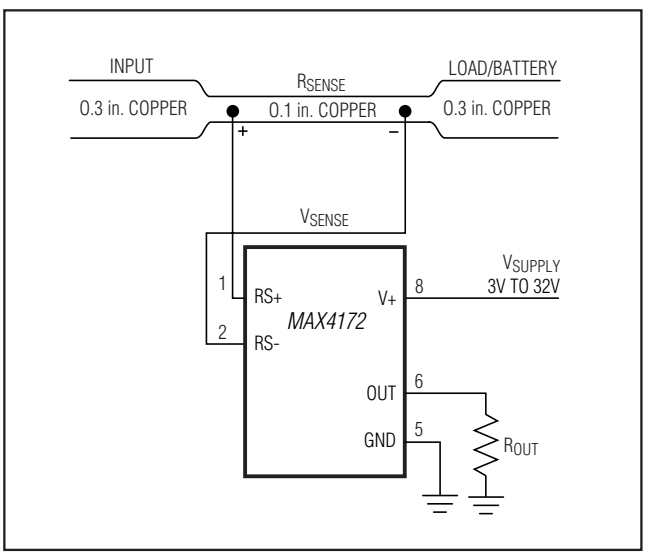

Figure 2. MAX4172 Connections Showing Use of PC Board
- **Cost:** If the cost of R_{SENSE} is an issue, you might want to use an alternative solution, as shown in Figure 2. This solution uses the PCB traces to create a sense resistor. Because of the inaccuracies of the copper resistor, the full-scale current value must be adjusted with a potentiometer. Also, copper's resistance temperature coefficient is fairly high (approximately 0.4%/°C).
In Figure 2, assume that the load current to be measured is 10A, and that you have determined a 0.3-inch-wide, 2-ounce copper to be appropriate. The resistivity of 0.1-inch-wide, 2-ounce (70µm thickness) copper is 30mΩ/ft. For 10A, you might want R_{SENSE} = 5mΩ for a 50mV drop at full scale. This resistor requires about 2 inches of 0.1-inch-wide copper trace.